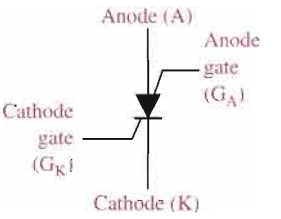

FIGURE 11–30
As with the previous thyristors, the basic operation of the SCS can be understood by referring to the transistor equivalent, shown in Figure 11–31. To start, assume that both Q_1 and Q_2 are off, and therefore that the SCS is not conducting. A positive pulse on the cathode gate drives Q_2 into conduction and thus provides a path for Q_1 base current. When Q_1 turns on, its collector current provides base current for Q_2, thus sustaining the *on* state of the device. This regenerative action is the same as in the turn-on process of the SCR and the 4-layer diode and is illustrated in Figure 11–31(a).
The SCS can also be turned on with a negative pulse on the anode gate, as indicated in Figure 11–31(a). This drives Q_1 into conduction which, in turn, provides base current for Q_2. Once Q_2 is on, it provides a path for Q_1 base current, thus sustaining the *on* state.
To turn the SCS off, a positive pulse is applied to the anode gate. This reverse-biases the base-emitter junction of Q_1 and turns it off. Q_2, in turn, cuts off and the SCS ceases conduction, as shown in Figure 11–31(b). The device can also be turned off with a negative pulse on the cathode gate, as indicated in part (b). The SCS typically has a faster turn-off time than the SCR.
▶ **FIGURE 11–31**
In addition to the positive pulse on the anode gate or the negative pulse on the cathode gate, there are other methods for turning off an SCS. Figure 11–32(a) and (b) shows two switching methods to reduce the anode current below the holding value. In each case, the bipolar junction transistor (BJT) acts as a switch.